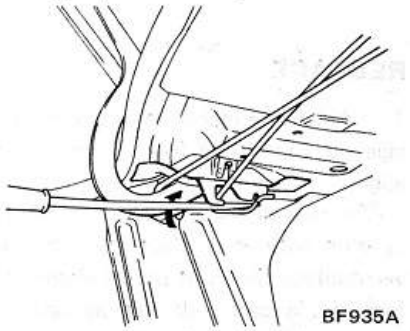

Fig. BF-19 Dépose des barres de torsion
2. Maintenir le couvercle de coffre dans sa position et décrocher la barre de torsion de son support à l'aide d'un outil approprié. Voir Fig. BF-19.